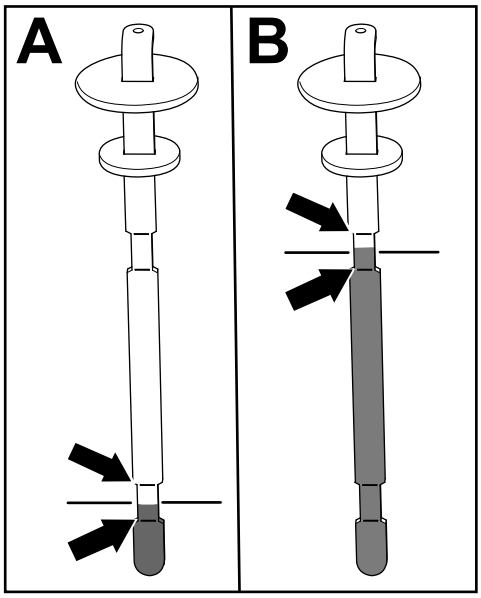

Figura 80
5. Rimuovete l'asta di livello e verificate il livello del fluido (Figura 80).
- **Se montate un apparato di taglio:** il livello del fluido idraulico è corretto quando il fluido è compreso tra le 2 tacche di livello inferiori dell'asta (A nella Figura 80). Il livello del fluido è accettabile anche quando è più alto delle tacche inferiori.
- **Se montate il kit flessibile dell'attrezzo ad azionamento idraulico:** il livello del fluido idraulico è corretto quando il fluido è compreso tra le 2 tacche di livello superiori dell'asta (B in Figura 80).